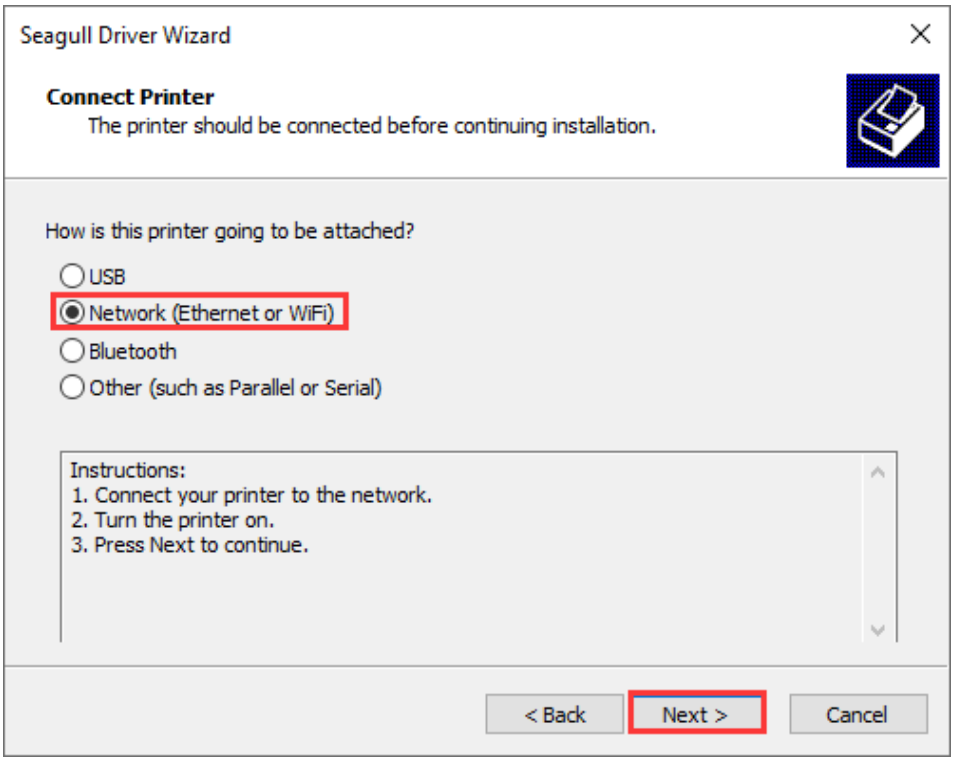

Figure 2-28 Connect Printer Screen
3. On the "Connect Printer" screen, select "Network (Ethernet or WiFi)", and then click "Next", as shown in Figure 2-28.